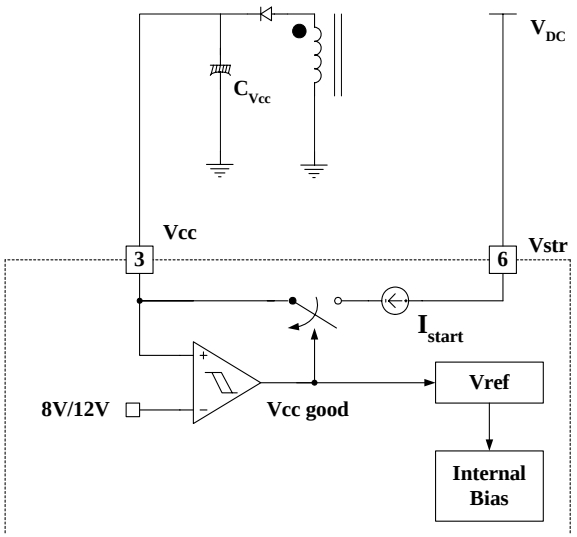

Figure 4. Internal startup circuit
1. **Startup** : In previous generations of Fairchild Power Switches (FPS™) the Vcc pin had an external start-up resistor to the DC input voltage line. In this generation the startup resistor is replaced by an internal high voltage current source. At startup, an internal high voltage current source supplies the internal bias and charges the external capacitor (C_{VCC}) that is connected to the Vcc pin as illustrated in Figure 4. When Vcc reaches 12V, the FSDM0565RB begins switching and the internal high voltage current source is disabled. Then, the FSDM0565RB continues its normal switching operation and the power is supplied from the auxiliary transformer winding unless Vcc goes below the stop voltage of 8V.